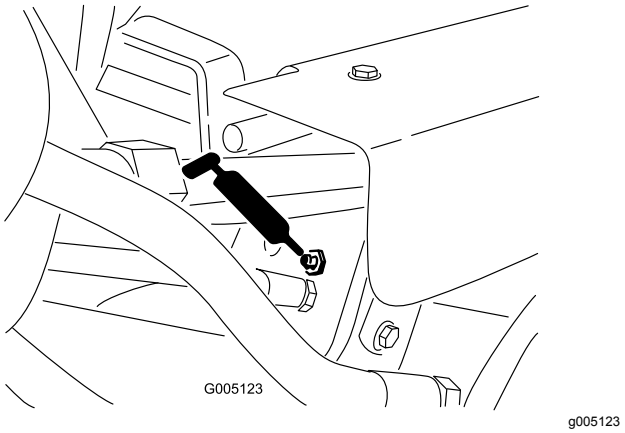

Figuur 35
- Hefcilinders (3) (Figuur 35)